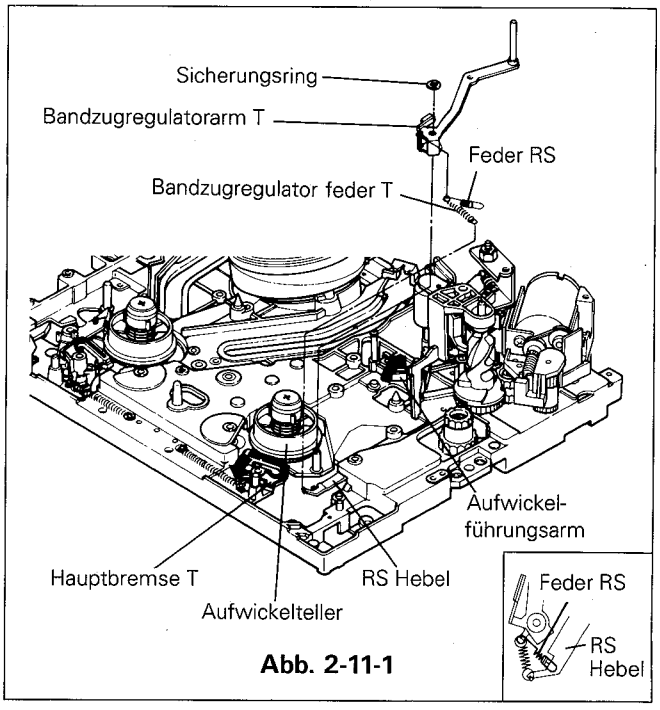

Abb. 2-11-1
2-11-1 Ausbau (siehe Abb. 2-11-1)
N. Die Bandzugregulator-Feder T und die Feder RS am Regulatorarm T und Habel RS auf der Oberseite des Decks befestigen. (Siehe Abb. 2-11-1)